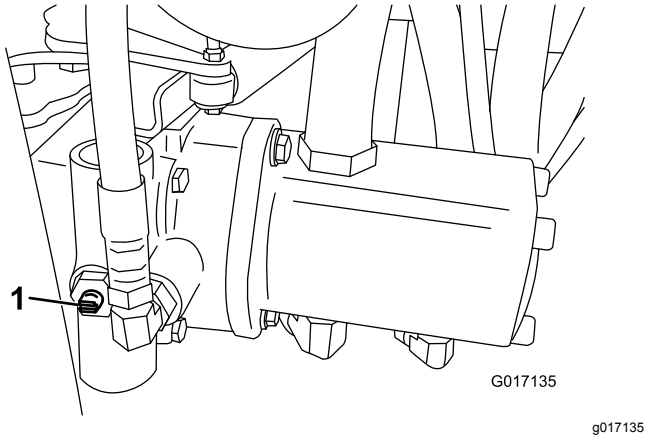

Figuur 27
1. Ga naar de omloopklep op de pomp en draai deze zodat de sleuf verticaal staat (Figuur 27).
2. Voordat u de motor start, moet u de omloopklep sluiten door deze zo te draaien dat de sleuf horizontaal staat (Figuur 27). U mag de motor niet starten als de klep open is.